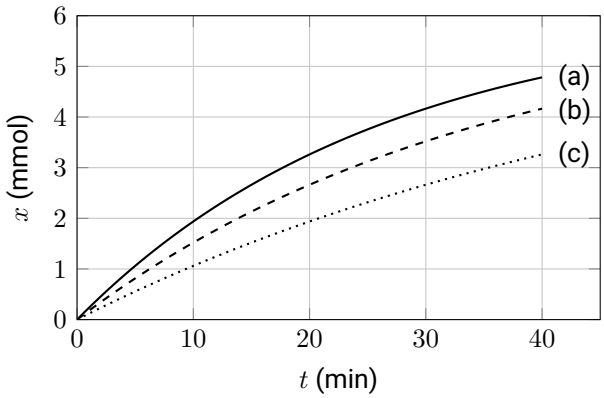

Figure 3 – Première série
6) Associer les courbes (a), (b) et (c) aux expériences 1, 2 et 3 (figure 3). Justifier.